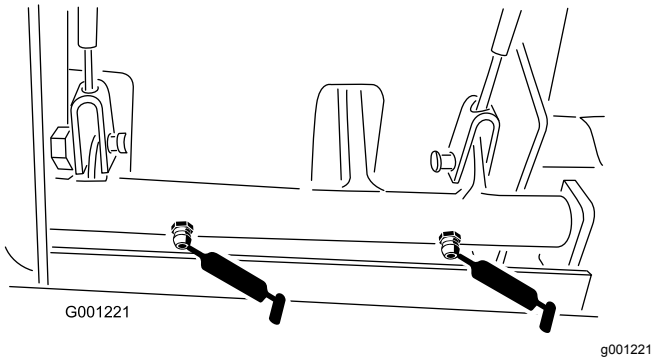

Figur 36
- Bremsetapphylser (Figur 36)
- Bremsekabler (enden ved drivhjulet og enden ved bremsepedalene) (Figur 36)